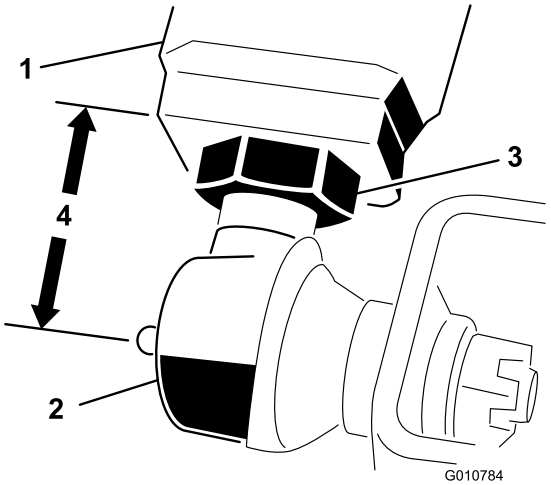

Figur 5
2. Mät avståndet från änden av varje lyftarm till mitten på kulleden (smörjnippel). Avståndet ska vara ca 57 mm (Figur 5).